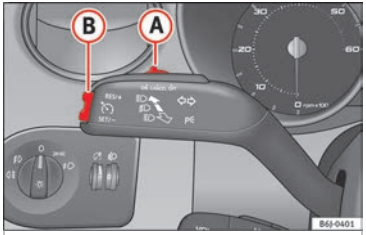

Fig. 147 Turn signal and main beam headlight lever: switch and rocker switch for the cruise control.
– Move the control ››› **Fig. 147** (A) to the left to **ON**.